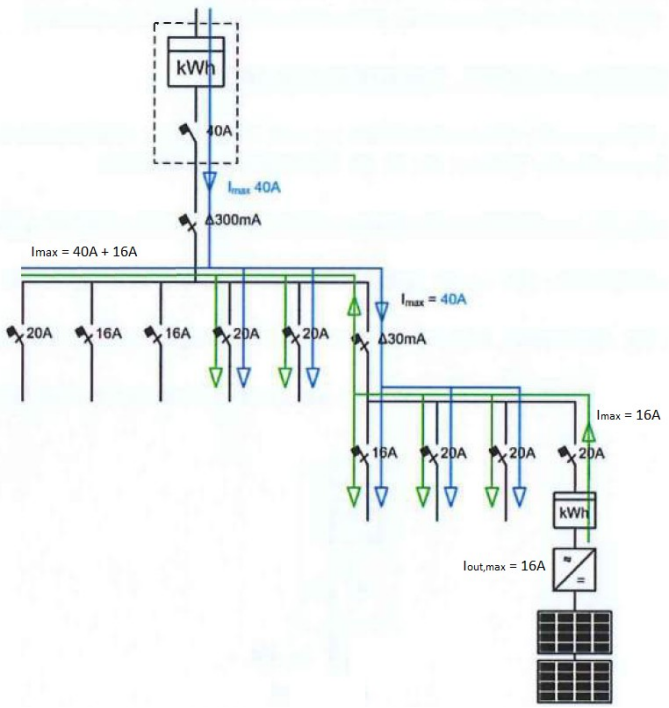

Figuur 26: Stroominjectie na bijkomende differentieel
* Voor een zwembad in opbouw, dient de hoogte v/d zwembadwand in rekening te worden gebracht. Zie figuur 26.